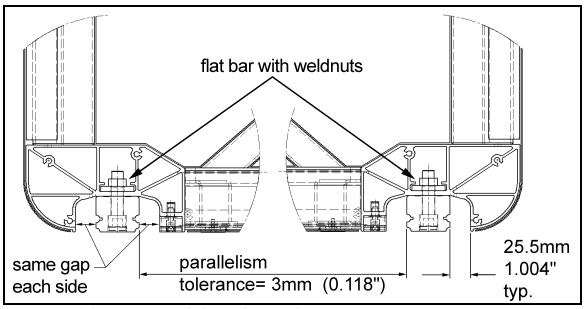

FIGURE 28: RAIL POSITIONING
*The rail is bolted to a flat bar on which weldnuts are mounted. The flat bar is inserted in the slide-out lower body extrusion and can be removed through the end cap (*Figure 28*).*
8. Adjust the rail position per Figure 28. For each rail, make sure the gap is the same on both sides of the rail. Use acetal blocks to inspect the gap.